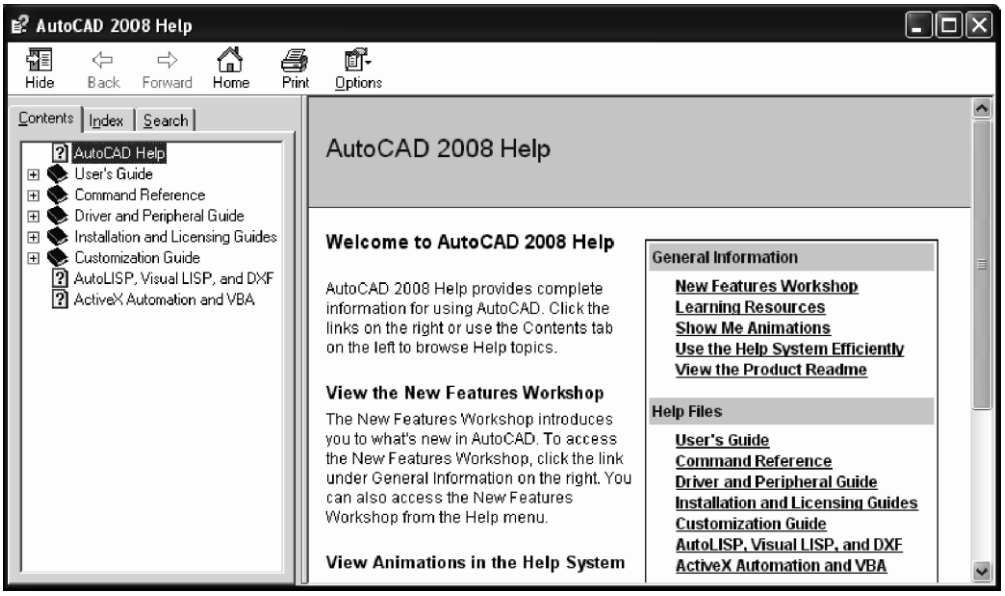

Fig. 1.17 Fereastra AutoCAD 2008 Help.
- acţionând tasta <F1> sau tastând Help sau ? la promptul "Command:". Astfel aceasta are ca efect activarea ferestrei AutoCAD 2008 Help, din care se pot extrage informaţiile necesare, aşa cum se poate vedea în Fig. 1.17;